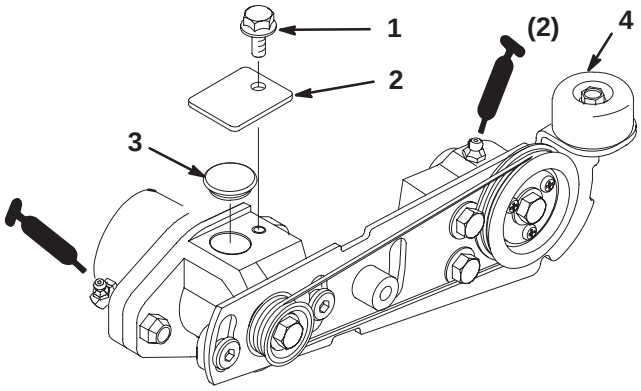

Figure 11
23. Lubricate all bearing and bushings with No. 2 General Purpose Lithium Base Grease (Fig. 11).
24. For Reelmaster 5100 and 5300, remove the screw, tab, and plug in the top of the roller brush housing (Fig. 11). Install the speed sensor previously removed and adjust according to the Traction Unit Operator's Manual.
26. Remove the bumper and screw on all cutting units except the front-center (Fig. 11).